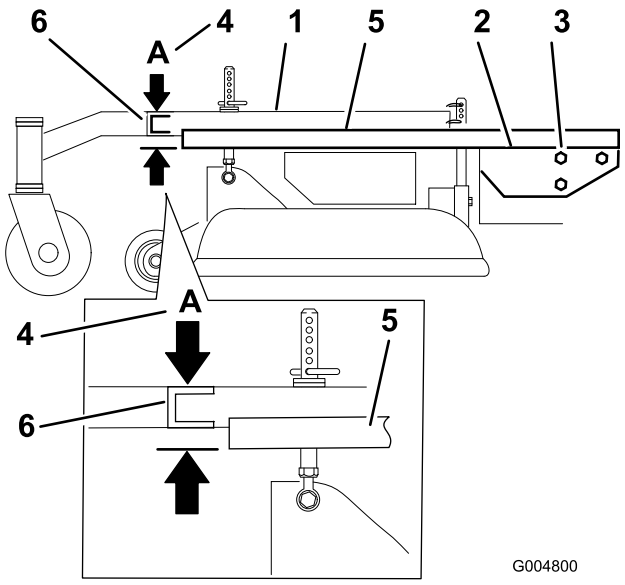

Figura 67
3. Coloque una regla larga en la parte superior de la carcasa del motor según se ilustra en la Figura 67.
4. En la ranura transversal del bastidor de tiro, mida la altura en la posición **A** (Figura 67). Esta medida debe ser de 33 mm (1-5/16 pulgadas), más/menos 6 mm (1/4 pulgada).
6. Afloje los pernos de montaje del bastidor de tiro en los dos lados de la máquina (Figura 67).
7. Alinee el bastidor de tiro y la carcasa del motor para que tengan una altura de 33 mm (1-5/16 pulgada), más/menos 6 mm (1/4 pulgada) en la posición **A** (Figura 67).